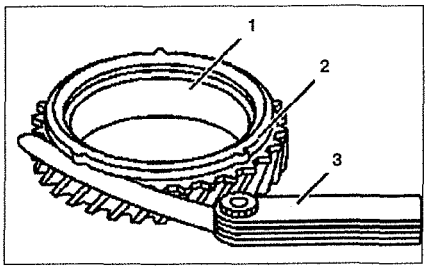

Рис. 6.29. Проверка износа между внутренними кольцами синхронизатора и шестерней 5-й передачи:
10. Проверьте износ между кольцом **8** синхронизатора и шестерней 5-й передачи **9** (см.рис.6.29). Он должен составлять 0.8 мм. Замените их, если необходимо.
34. Снимите шестерню **4** 5-й передачи с кольцом **3** синхронизатора. Проверьте износ кольца синхронизатора (см.рис.6.29). Он должен составлять 0.8 мм.
40. Снимите шестерню **13** 3-й передачи с кольцом синхронизатора. Проверьте износ кольца синхронизатора (см.рис.6.29).